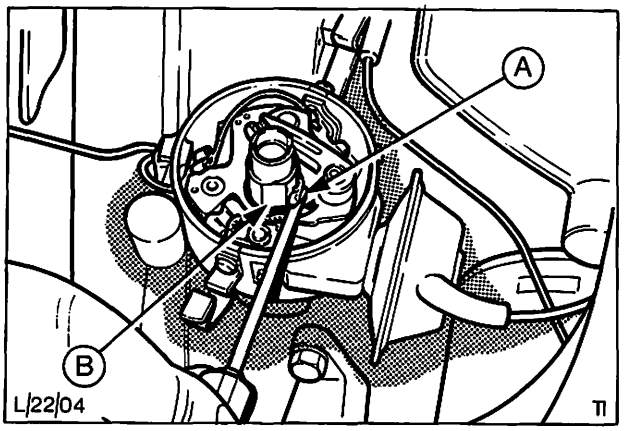

Abb. 21 Verteilernocken schmieren
b) Verteilernocken mit Heißlagerfett gemäß Spezifikation ESF-M1-C66-A schmieren, Abb. 21.